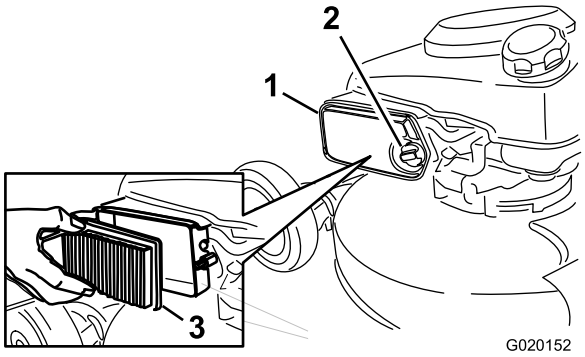

Figura 15
2. Desenrosque y abra la tapa del limpiador de aire (Figura 15).